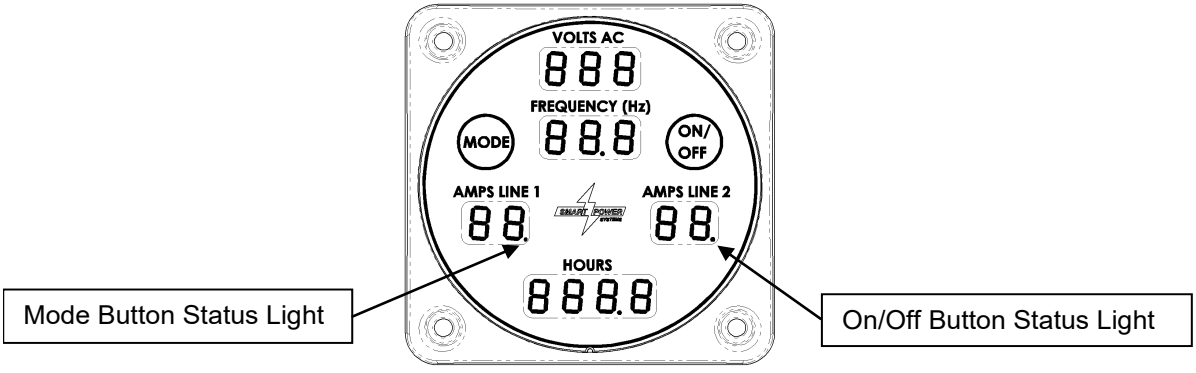

Figure 17 - Button Status Indicators
3. The Command & Control Center is equipped with two Smart Touch® buttons, labeled "Mode" and "On/Off" respectively. These buttons do not require pressure to be activated, but instead sense the presence or absence of your fingertip. The decimal points in the "Amps Line 1" and "Amps Line 2" fields of the Command & Control Center are used to indicate the status of the Mode and On/Off buttons (reference Figure 17).